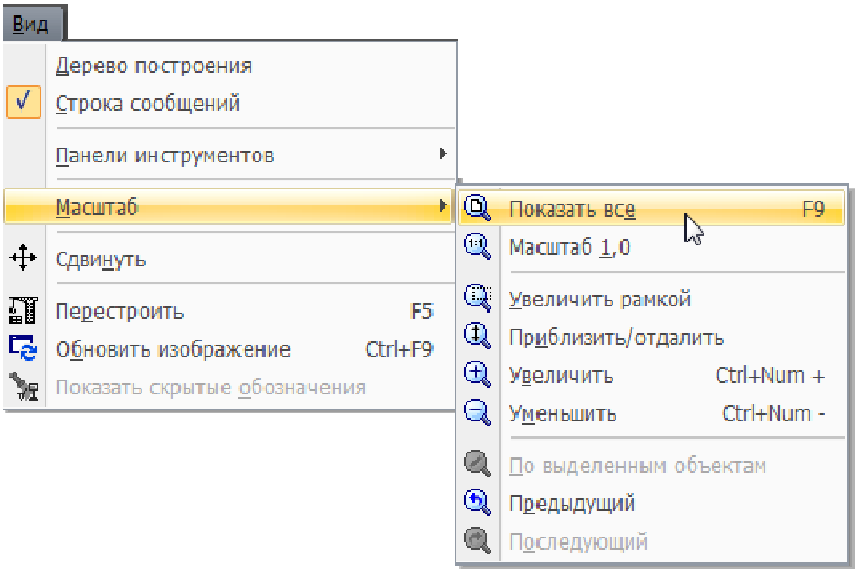

Рисунок 1.2 – Меню *Вид* програми КОМПАС.
4) Розглянути пункти головного меню програми. Занести в звіт по виконанню роботи зміст пунктів головного меню *Файл, Редактор, Виділити, Вид* (див. рис. 1.2).